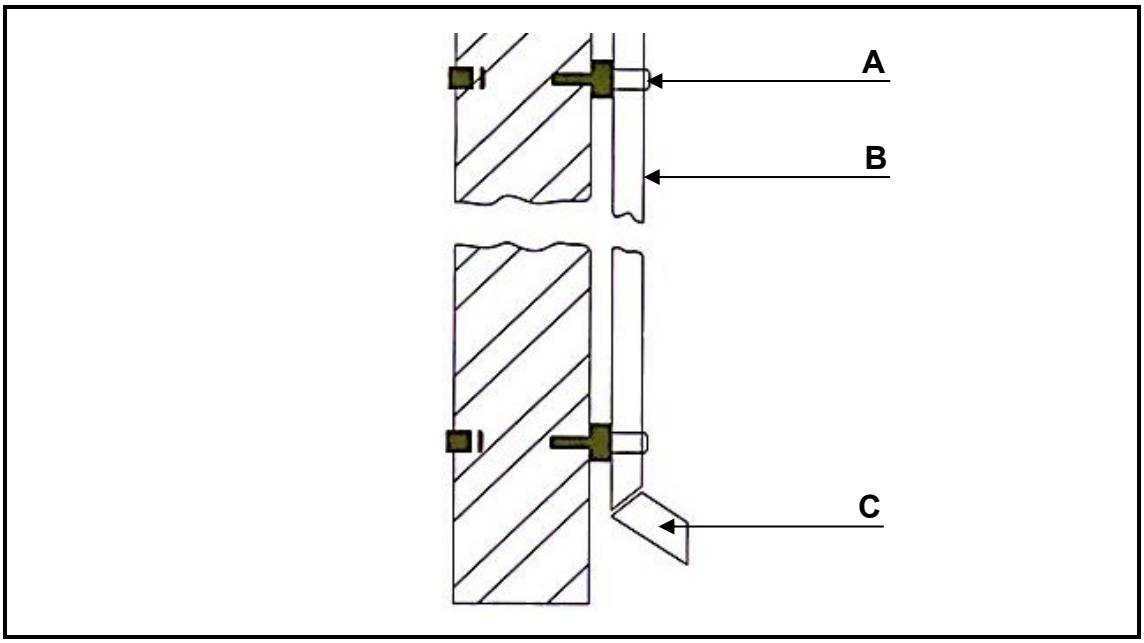

FIGURE 6.2
6.2 Name the parts **A** to **C** of the gutter system in FIGURE 6.2.